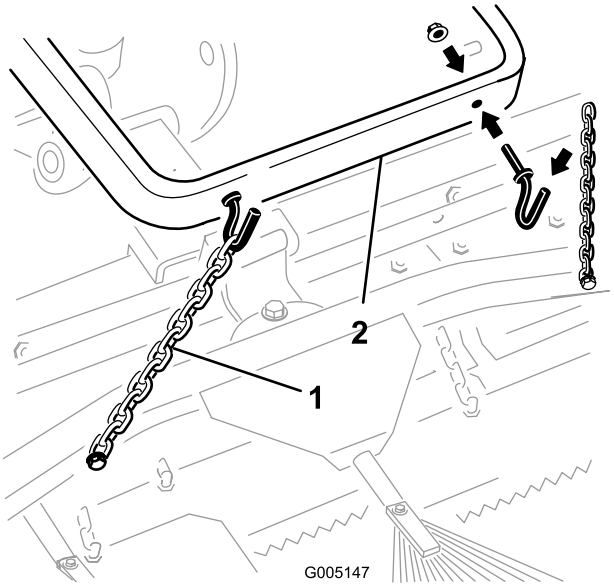
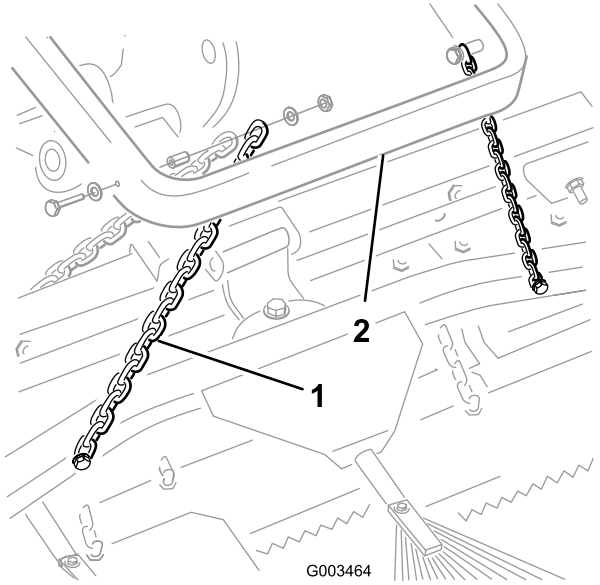

Figur 10
Figur 11
A. Kroka av och koppla bort transportkedjorna från lyftarmen i enlighet med Figur 10 eller Figur 11.